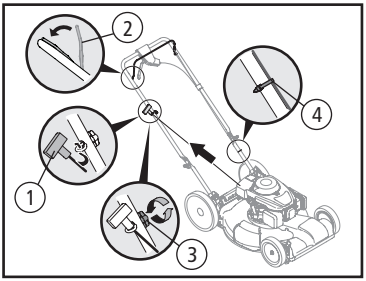

Fig. 08
**7.** O cordão de acionamento do motor (1) é colocado no lado direito do braço superior. Solte a porca borboleta (3) do gancho metálico que prende o cordão de acionamento do motor [Fig. 08]. Segure a alavanca de frenagem (2) contra o braço superior e lentamente, puxe o cordão de acionamento do motor (1) e deslize o cordão de acionamento no gancho metálico do braço superior [Fig. 08]. Aperte a porca borboleta (3) do gancho metálico que prende o cordão de acionamento (1) do motor.
**8.** Use as braçadeiras (4) para fixar os cabos no braço inferior.